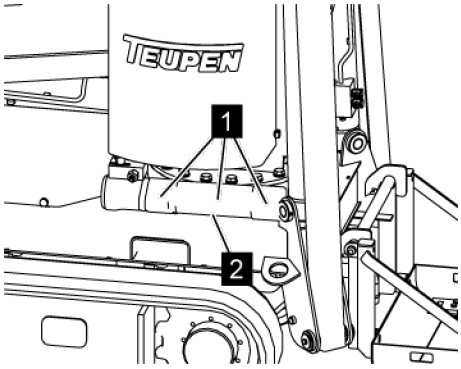

Fig. 104: Lubricating the rotating drive
2. *Use the grease gun on the grease nipples (*Fig. 104/*1) of the rotating drive to insert high-performance lubricant (Item no. 3917/0130).*
4. *Check the water drain hole (*Fig. 104/*2) on the underside of the rotary drive to see if it is soiled, clean if necessary.*